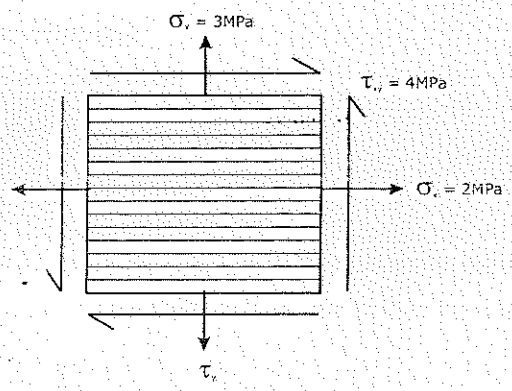

Fig. 8b
b. The three dimensional stress-strain relations for the orthotropic material is given in the Fig.8b below. Derive the two dimensional stress-strain relations and elements of reduced stiffness matrix **10**